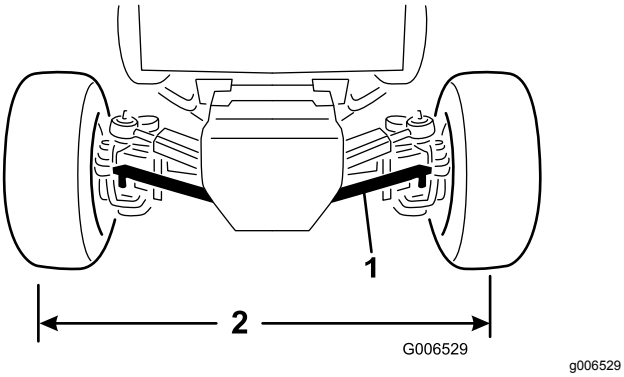

Figur 66
1. Fjern splitten og kronemøtrikken, der fastgør en af forbindelsesstangens kugleled til monteringsbeslaget på akslen, og skil kugleleddet fra akslen (Figur 66).
3. Drej forbindelsesstangens kugleled indad eller udad, indtil afstanden fra midten til midten foran og bag på baghjulene er den samme (Figur 66).